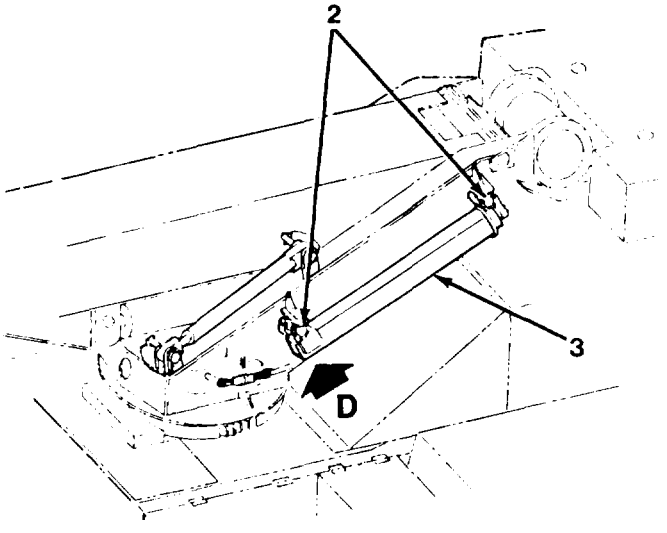

Figure 5-4. Storage Location D
b. Lift mast (3) up off pivot bearing and stow in storage location D (Figure 5-4) on upperstructure.